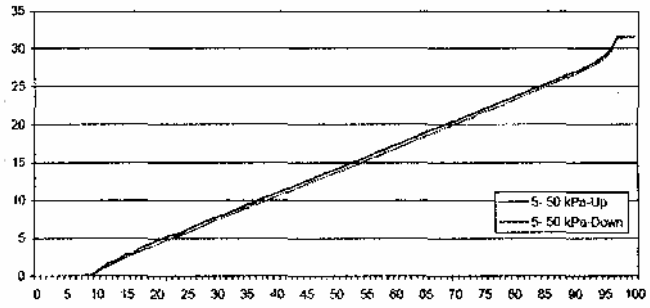

Рис. 317
1. Зависимость между входящими импульсами и потоком газа (Рис. 317).